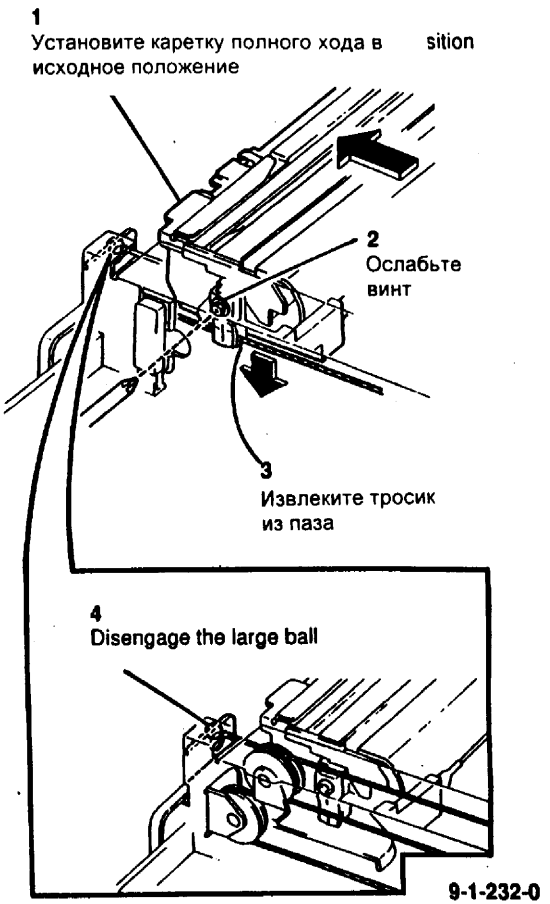

Рис. 1 Подготовка к снятию тросика
2. (Рис. 1) Подготовьтесь к снятию тросика.